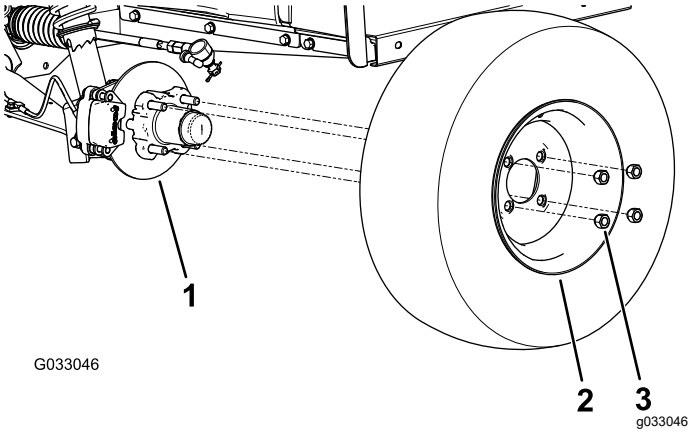

**Figuur 29**
2. Verwijder de 4 wielmoeren waarmee het wiel aan de naaf bevestigd is (Figuur 29).
4. Lijn de openingen in het wiel uit met de bouten van de naaf en monteer het wiel op de naaf met het ventiel naar buiten gericht (Figuur 29).
5. Bevestig het wiel aan de naaf met de wielmoeren (Figuur 29).